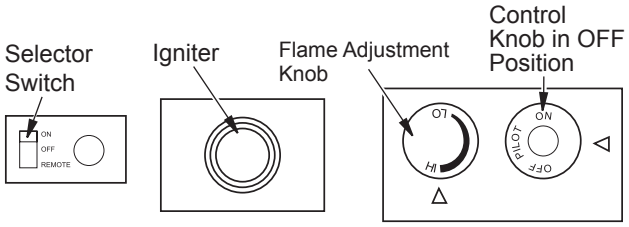

Figure 26 - Control Knob, Igniter Button and Remote Selector Switch
4. Press in and turn control knob clockwise to the OFF position *(see **Figure 26**)*.
5. Wait five (5) minutes to clear out any gas. If you then smell gas, STOP! Follow "B" in the safety information in column 1. If you don't smell gas, go on the next step.
6. Press in and turn control knob counterclockwise to the PILOT position. Press in control knob for five (5) seconds *(see **Figure 26**)*.
After lighting, let pilot flame burn for about one minute. Turn control knob to ON position. Adjust flame adjustment knob anywhere between HI and LO. Slide the selector switch to the REMOTE position *(see **Figure 26**)*.